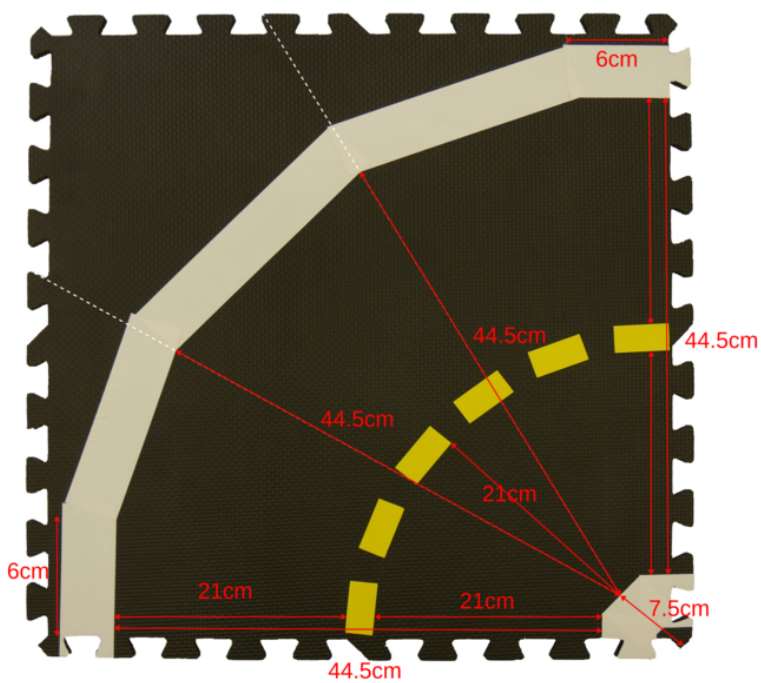

Fig. 7 The specification for a curved road tile
- For curved roads, the white lane marker is formed by five pieces of white tape, while the inner corner is formed by three pieces, placed according to the specifications in the image below, where the edge pieces are matched to adjacent straight or curved tiles (Fig. 7).
Yellow tapes on curves: see curved road image (Fig. 7) in white tape section. Pieces at tile edges should be in center of lane, piece at the middle of the curve should be approximately 21 cm from middle of inner center white piece of tape, with approximated circular arc in between.